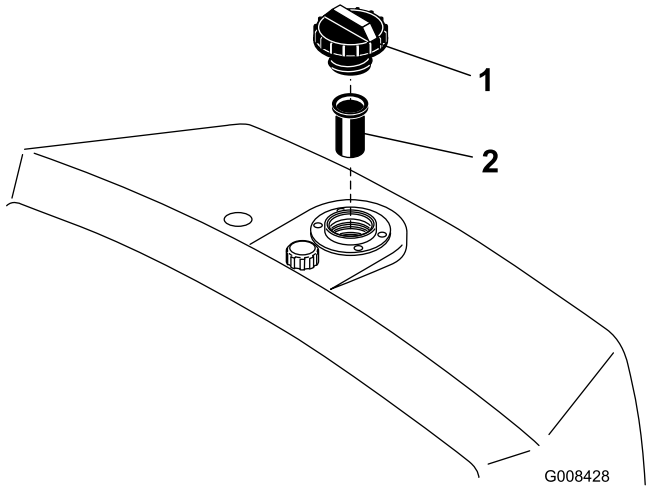

**Figur 26**
2. Ta bort locket från tanken och kontrollera oljenivån. Vätskan ska nå upp till nederdelen på filtret i påfyllningsröret (Figur 26).